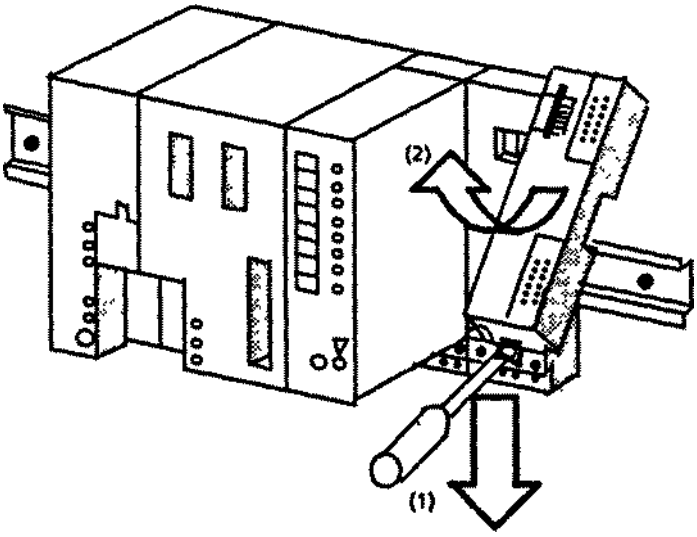

Рис. 3.20. Отсоединение модуля связи от профильной шины.
* Теперь, с помощью отвертки отожмите вниз толкатель на обратной стороне модуля связи (1) и одновременно поверните модуль связи наверх (2), в направлении от профильной шины (рис. 3.20).